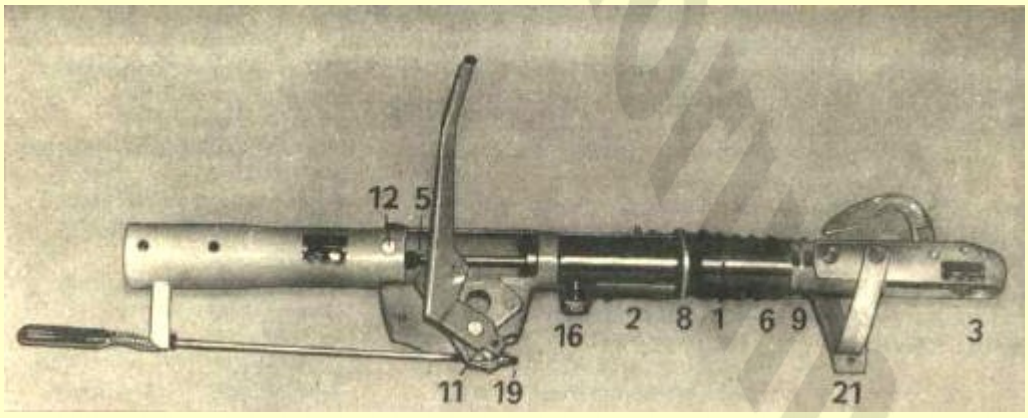

Bild 4.71. Schnittmodell des mechanischen Auflaufschubstückes mit im Kupplungsrohr liegendem Einrohrdämpfer - Bezeichnungen s. Bild 4.70
- Die mit dem Bremshebel verbundene Zugstange wird durch Drehen der Einstellmutter 19 nach rechts soweit angezogen, bis am Rad ein spürbares Bremsmoment auftritt (Bild 4.71).